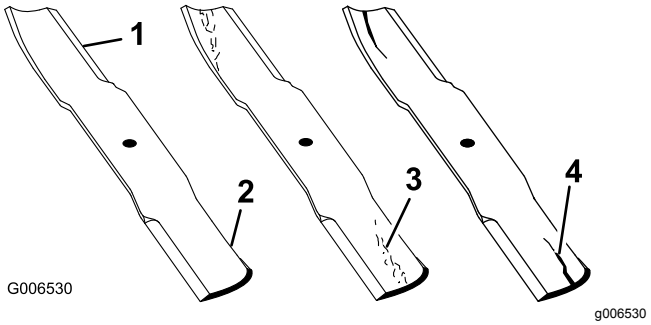

**Figuur 72**
1. Controleer de snijranden (Figuur 72).
4. Als u scheuren, slijtage of groefvorming in dit deel constateert, moet u direct een nieuw mes monteren (Figuur 72).